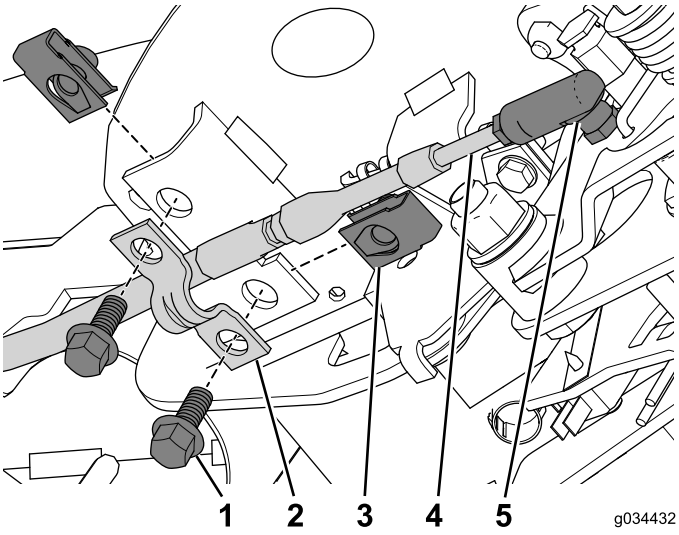

図 25
3. ニュートラルロックケーブルをケーブルコネクタに接続する図 25。
4. リテーナナットを、コンソールアセンブリに取り付ける図 25。
5. ケーブルクランプで、ケーブルをコンソールアセンブリに固定するボルト1/4 x 5/8 インチ2本を使う図 25。